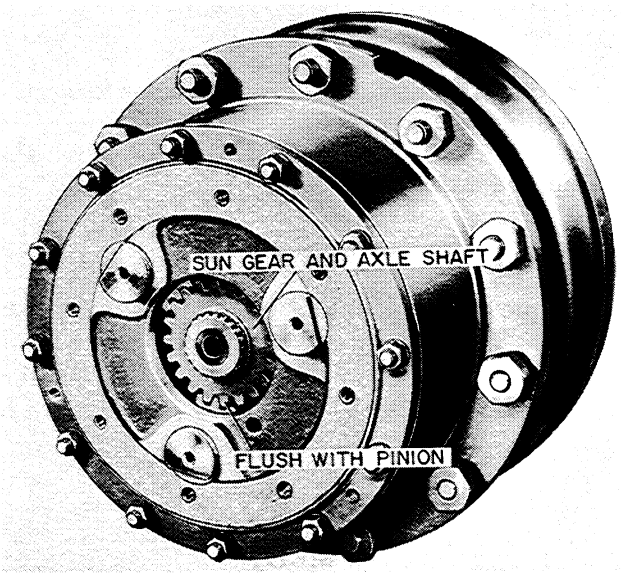

Figure T-78
1. Grasp the sun gear and axle shaft, push inward until the axle slips into the differential side gear and is flush with the planetary pinion, Figure T-78.